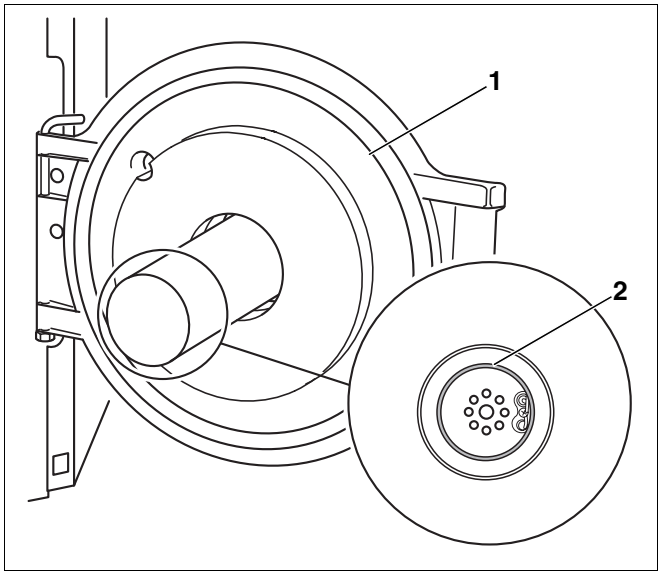

Afb. 42 Controleren of de afdichting correct zit
- Controleer bij geopende branderdeur (afb. 42, **pos. 1**) of de afdichting (afb. 42, **pos. 2**) correct zit.
- Sluit de branderdeur (afb. 42, **pos. 1**) en draai de bevestigingsschroeven van de branderdeur goed aan (ca. 10 Nm).